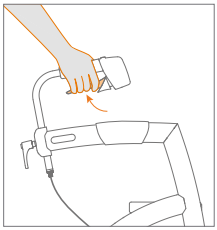

Figure 20: Braking.
b. Squeeze the hand brakes for braking **(Figure 20)**.